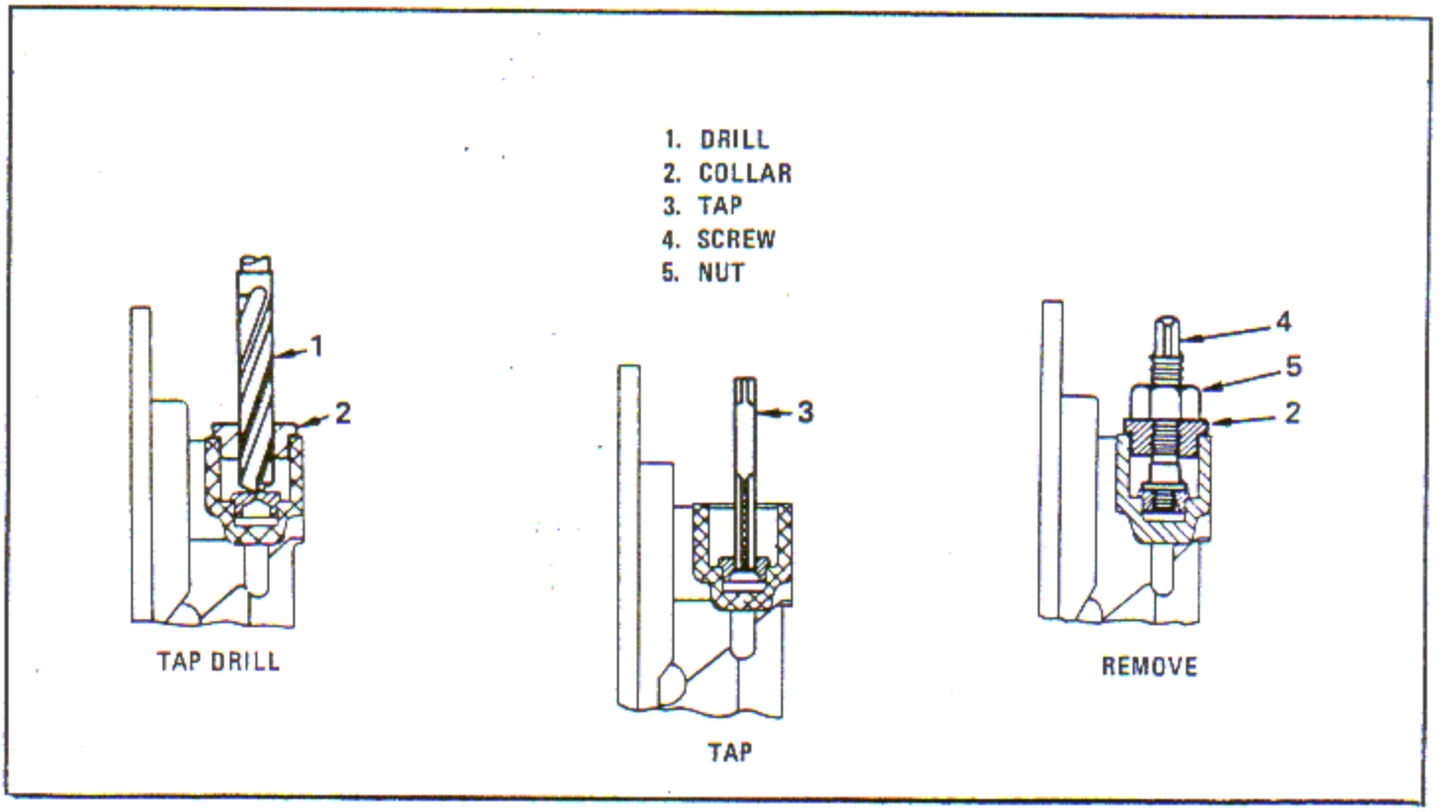

Figure 6-230. Tap Drill, Tap and Remove Thrust Button at Pad G
a. With the cover clamped to the drill press table as in the last operation, insert the screw (4, figure 6-230) of screw and nut (5) into tapped hole in thrust button and assemble collar (2) and nut.